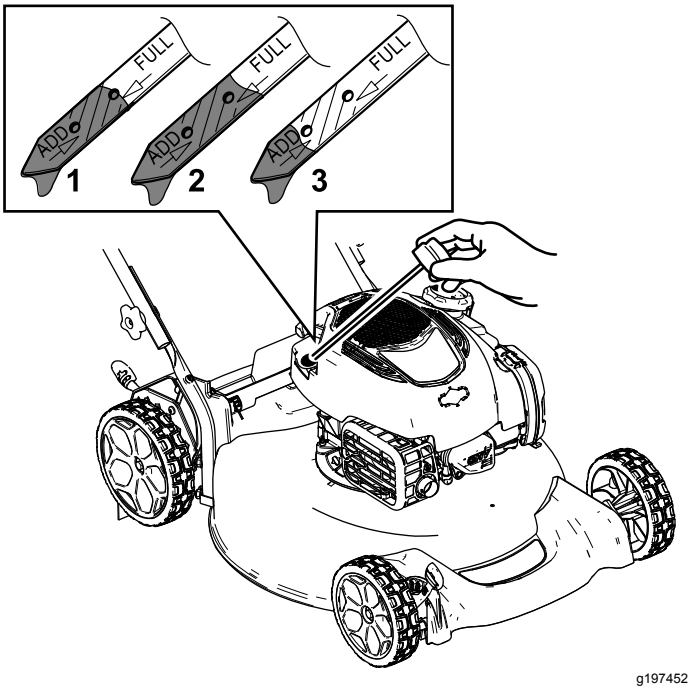

Figur 13
2. Lossa oljestickan genom att vrida locket moturs och dra stickan uppåt (Figur 13).
5. Läs av oljenivån på oljestickan (Figur 13).